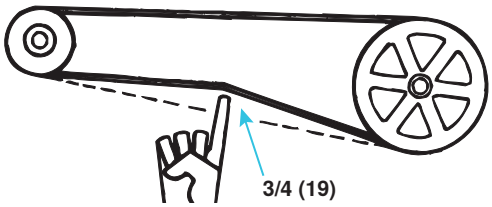

Figure 36. Checking Belt Tension
- Proper belt tension is important to the long life of the belt and motor. A loose belt will cause wear and slippage. Too much tension will cause excessive motor and blower bearing wear. Check belt tension as shown in **Figure 36**.
- If the belt cannot be depressed 3/4 inches (19 mm), as shown in **Figure 36**, adjust the belt tension as follows: